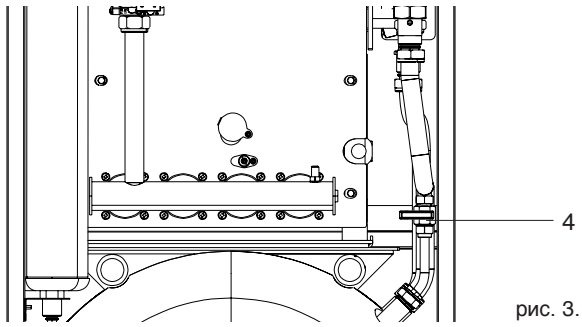

рис. 3.10
- Удостовериться, что сливной кран бойлера (2) и кран заполнения системы отопления рис. 3.10 закрыты.